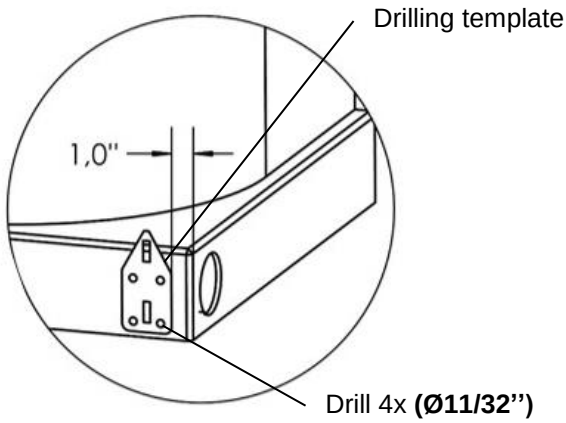

Figure 6
3. **Figure 6.** Use the template sheet provided at the end of the document as drilling template.